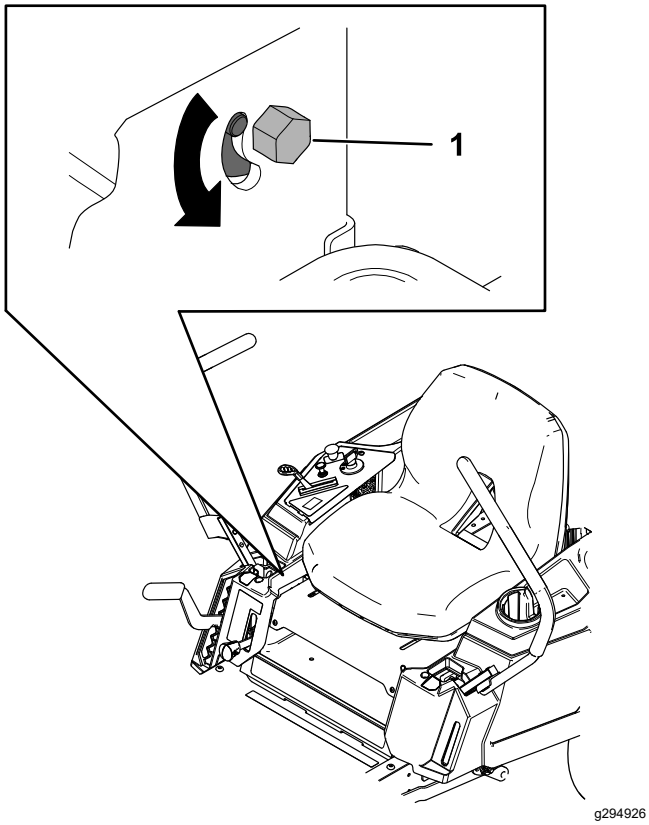

Figur 55
3. Leta reda på skruven för spårningsjustering i närheten av rörelsereglagespaken på den sida som behöver justeras (Figur 55).